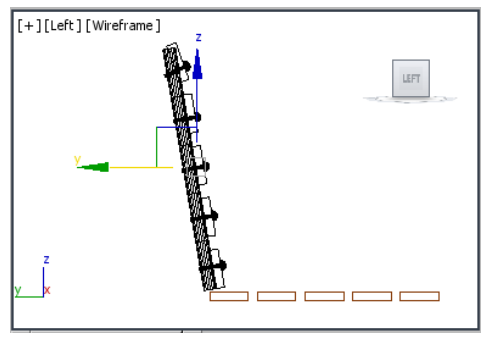

Figure 2-82 *Alignment of back support in the Left viewport*
3. Choose the **Select and Move** tool and align *back support* with *horizontal seat support*, as shown in Figure 2-82.